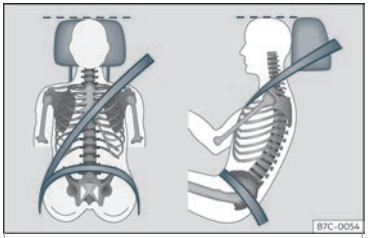

Abb. 3 Richtiger Gurtbandverlauf und richtige Kopfstützeneinstellung.
- Kopfstütze so einstellen, dass die Oberkante der Kopfstütze sich möglichst auf einer Linie mit dem oberen Teil des Kopfs – jedoch nicht niedriger als Augenhöhe – befindet. Den Hinterkopf so nah wie möglich an der Kopfstütze positionieren››› **Abb. 3**.